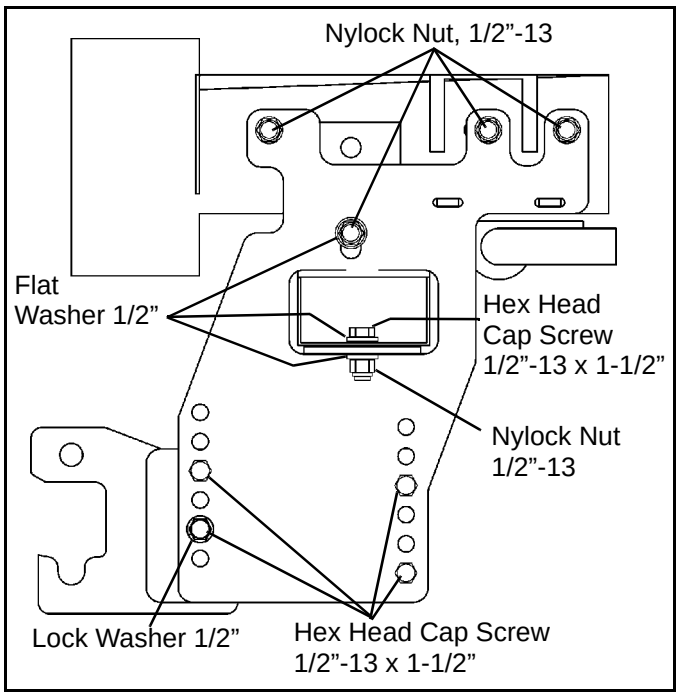

Figure 4
10. Secure the Vehicle Center Member using (8) 1/2”-13 x 1-1/2” Caps Screws (#6), (2) 1/2” Lock Washers (#8) where indicated and (6) 1/2” Nylock Nuts (#9) (See Figure 4).